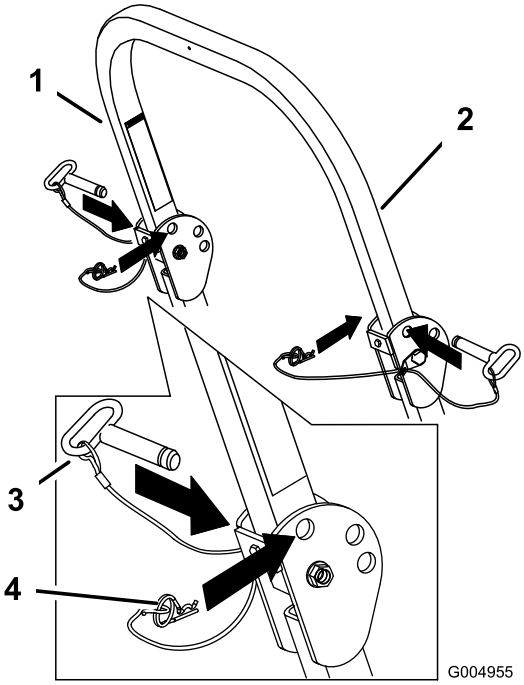

Figur 8
1. Ta loss hårnålssprintarna och ta bort de två tapparna (Figur 8).
3. Montera de två tapparna och säkra dem med hårnålssprintarna (Figur 8).
4. Fäll upp störtbågen genom att lossa hårnålssprintarna och ta bort de två tapparna (Figur 8).
5. Fäll upp störtbågen till upprätt läge, montera de två tapparna och säkra dem med hårnålssprintarna (Figur 8).